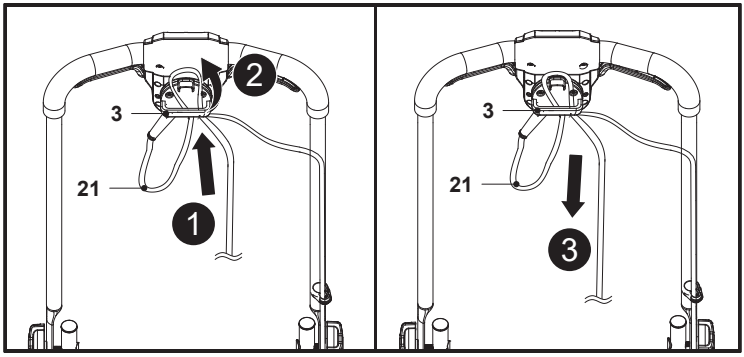

Rys. 8
1. Złożyć podwójnie przewód zasilania (21) około 30 cm od osłony złącza i przeprowadzić pętlę przez otwór zabezpieczenia przewodu (3), a następnie zawiesić pętlę na zaczepie (rys. 8, kroki 1, 2).
2. Przeciągnąć przewód zasilania (21) przez zabezpieczenie (3) i delikatnie pociągnąć za przewód zasilania (21), aby upewnić się, że jest solidnie zamocowany (rys. 8, krok 3).